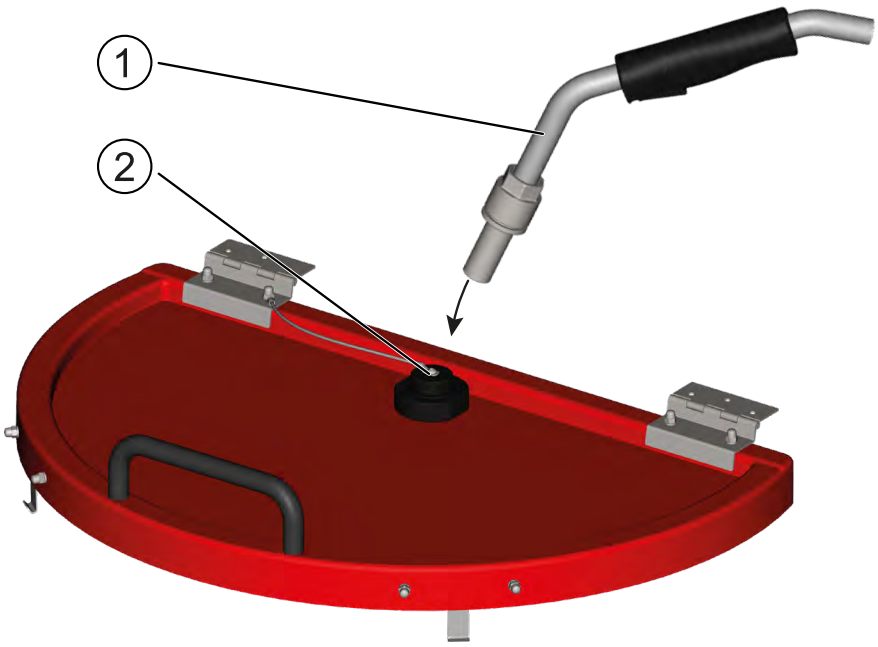

Рисунок 24: Подключение дозировочного пистолета к моечному соплу
1. Удалите из крышки заглушку ② моечного сопла.
2. Вставьте дозировочный пистолет ① в отверстие моечного сопла (см. «Рисунок 24: Подключение дозировочного пистолета к моечному соплу» на странице 47 .)